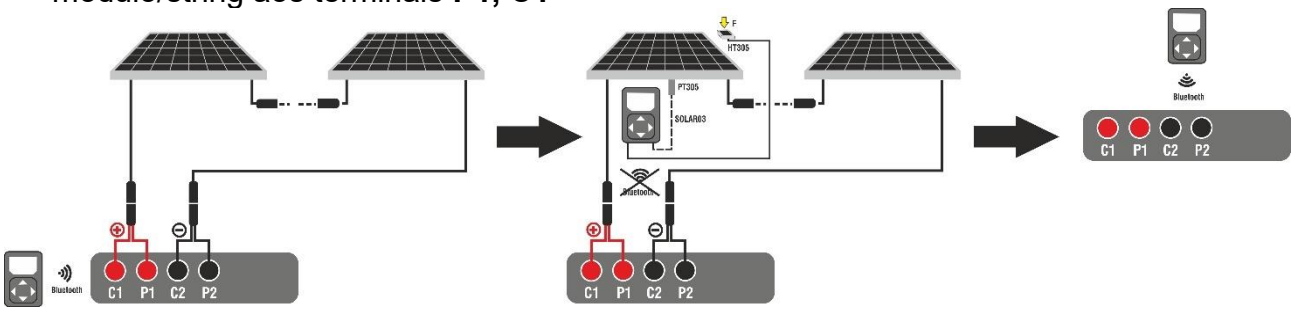
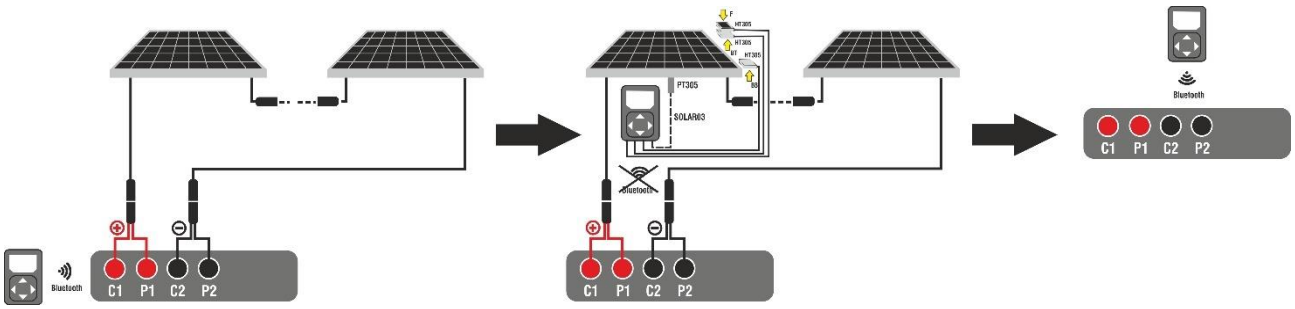

Fig. 47: Uso do instrumento com SOLAR03 em registo síncrona em módulos Monofaciais
Fig. 48: Uso do instrumento com SOLAR03 em registo síncrona em módulos Bifaciais
2. Conecte o instrumento ao módulo/string em teste conforme mostrado na Fig. 47 (Módulos **Monofaciais**) ou Fig. 48 (Módulos **Bifaciais**). Em particular, conecte o pólo negativo que sai do módulo/string aos terminais **P2, C2** e o pólo positivo que sai do módulo/string aos terminais **P1, C1**
3. Aproxime a unidade remota SOLAR03 do instrumento conforme mostrado na Fig. 47 ou Fig. 48 – lado esquerdo
8. **Aproxime a unidade remota dos módulos** e ligue as sondas de radiação y temperatura (se necessária) como mostrado na Fig. 47 ou Fig. 48 – lado central. Em particular:
- **No caso de módulos Monofaciais→** colocar a célula de referência **HT305** no plano frontal do módulo (F) e na entrada "**INP1**" e eventualmente a sonda de temperatura **PT305** na entrada "**INP4**" da unidade remota
- **No caso de módulos Bifaciais** → Colocar as **3 células de referência HT305** no plano frontal do módulo (F), na parte superior traseira (**BT**=**B**ack**T**op) e na parte inferior traseira (**BB**=**B**ack**B**ottom) do módulo. Ligar a célula de referência frontal (**F**) à entrada "**INP1**", a célula de referência BT à entrada "**INP2**", a célula de referência BB à entrada "**INP3**" e, **se necessário**, a sonda de temperatura **PT305** à entrada "**INP4**" da unidade remota
18. **No final da sessão de teste**, desligue a unidade remota SOLAR03 e volte a colocá-la nas proximidades do instrumento (ver Fig. 47 ou Fig. 48 – lado direito) e verifique a reconexão automática com ele